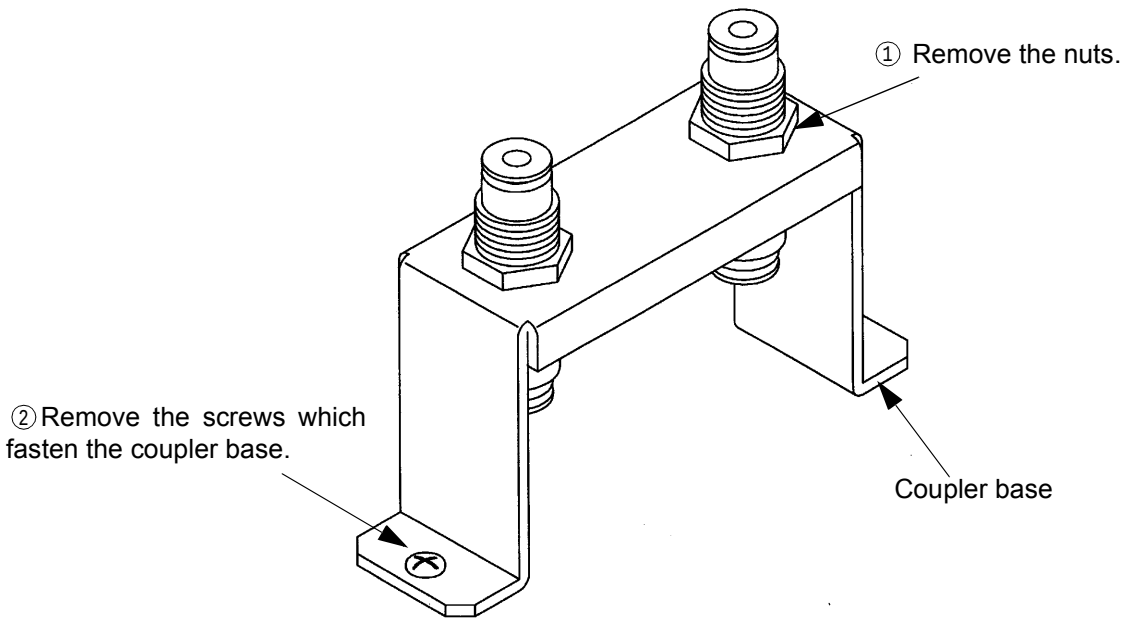

Figure 12-2 Air Connector B and Coupler Base Removal
(3) Using a wrench, remove the nuts which secure the B air connectors. (Figure 12-2) Remove the screws (two of them) which secure the coupler base. Remove the coupler base from the test head.